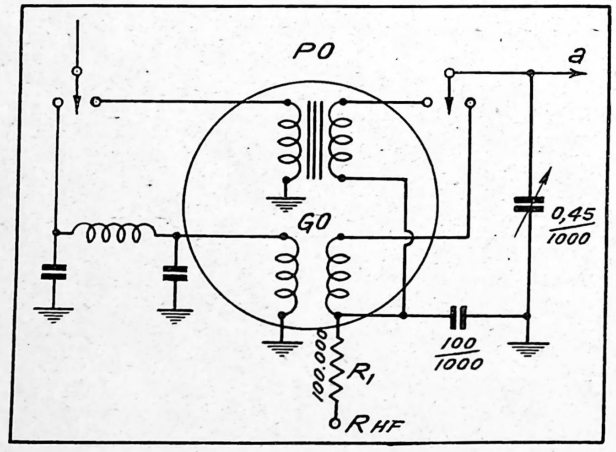

FIG. 1. — Bloc d'accord.
1) *Bloc d'accord* (fig. 1) comporte les bobinages d'accord, un commutateur, un condensateur variable.